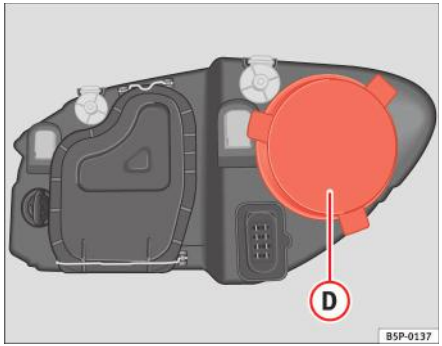

Fig. 168 Lămpile de poziție laterale
– Scoateți capacul ⇒ fig. 168 (D) trăgându-l în afară.